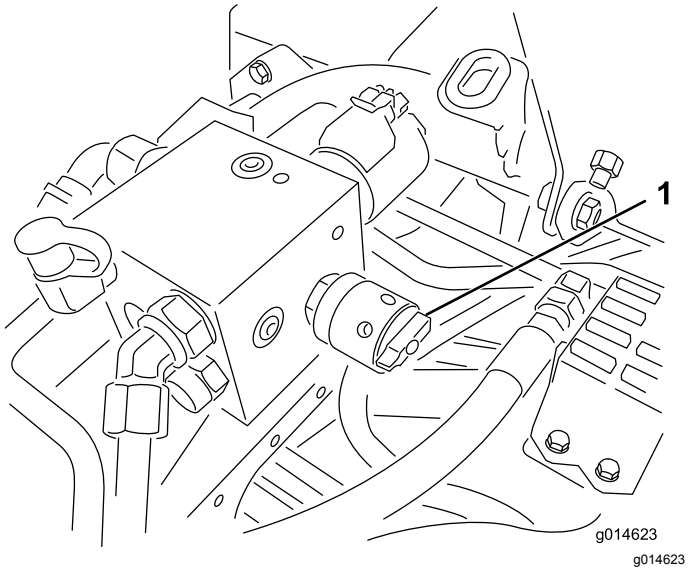

Figur 52
6. Drei spolehastighetskontrollen til innstilling 1 (Figur 52).